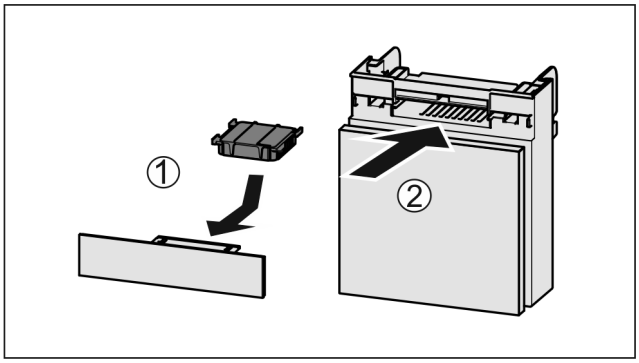

Fig. 170
▶ Insérer le filtre à charbon actif d'après le schéma *Fig. 170 (1)*.
▶ Insérer le compartiment *Fig. 170 (2)*.